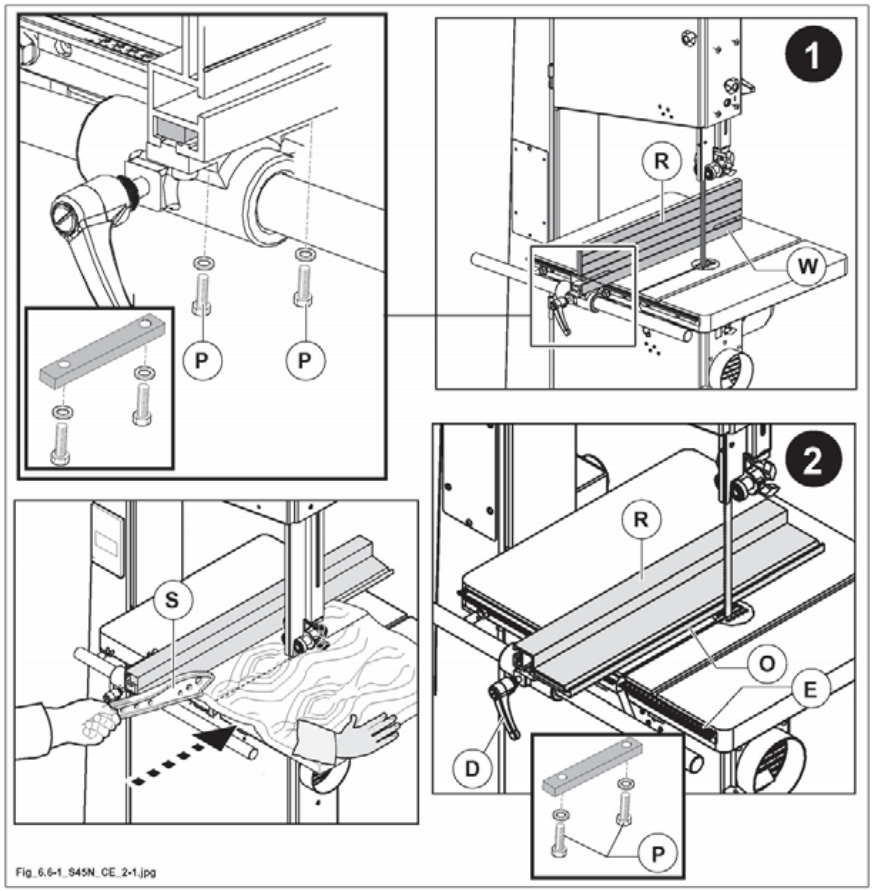

Fig. 6.6-1
Positions of rule (R fig. 6.6-1) after loosening the screws (P fig. 6.6-1).
1) Vertical position "1" with side (W fig. 6.6-1) turned to the workpiece.
2) Horizontal position "2" (O fig. 6.6-1) for cutting thin pieces and slanting cuts.
3) After carrying out every adjusting operation tighten the screws (P fig. 6.6-1).
depending on the dimensions of the piece, the guide must be used in the vertical (W fig. 6.6-1) or horizontal position (O fig. 6.6-1) so that the blade safety guard comes as close as possible to the piece.
- Loosen handle (D fig. 6.6-1);
- manually slide the fence unit with reference to the metric ruler (E fig. 6.6-1);
- block handle (D fig. 6.6-1).
Perform the cutting operation by helping workpiece infeed with your hands along parallel guide (R fig. 6.6-1).
always keep your hands away from the saw blade. Always use the wood pusher (S fig. 6.6-1) supplied to feed small workpieces into the machine.